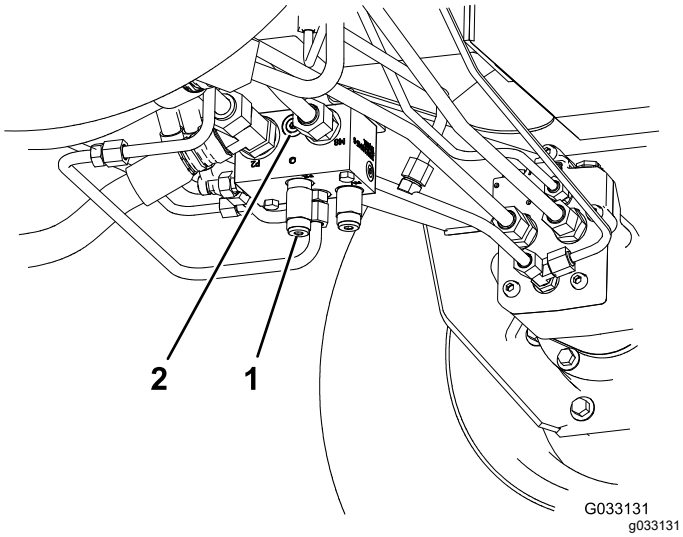

Figur 75
- Toro-delenr. 95-0985, kobling (2)
- Toro-delenr. 340-77, hydraulikkobling (2)
1. Monter en diagnosekobling i den umarkerte porten som ligger mellom portene M8 og P2 på bakre trekkmanifold (Figur 75).